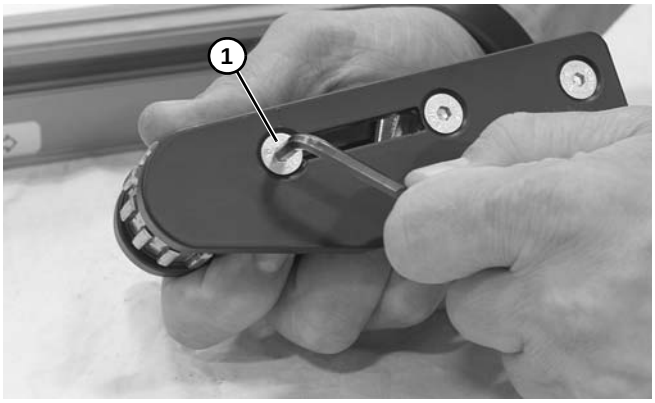

Figure 63
3. Retirer la vis de fixation **(Figure 63, élément 1)**.